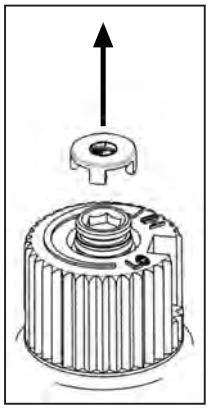

Figure 18: Removing valve cap.
b) Remove the black protection cap from the HI/LO knob by hand shown in Figure 18.
h) Re-attach the black protection cap that was removed in step a (Figure 18).